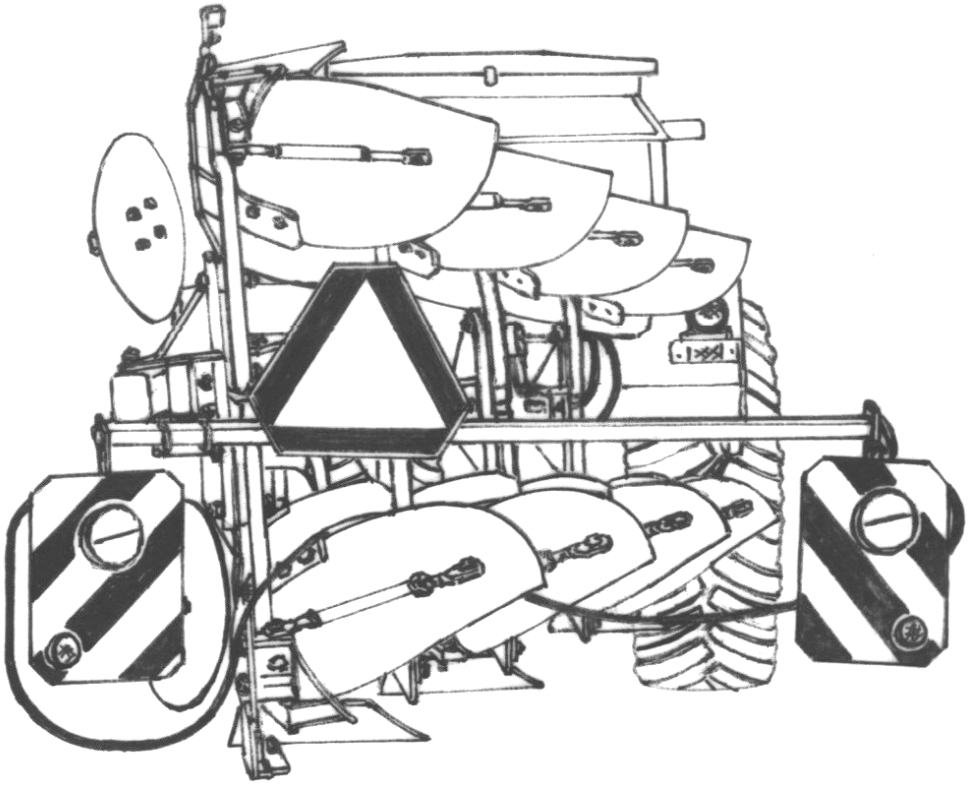

**Rys. 1.** Pług z zamontowanymi urządzeniami ostrzegawczymi.
***** W czasie transportu pługa po drogach publicznych obowiązkowo stosuj urządzenia świetlne, tablice wyróżniającą i boczne światła odblaskowe. Mocowanie urządzeń świetlno-ostrzegawczych pokazano na **Rys. 1.**